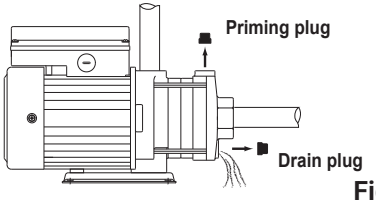

Fig.6
3.5 長期停用前，請利用洩水塞將泵浦內部液體排乾。欲重新供電啟動前請先確定葉輪、軸封無卡住情形，再行供電。若無法使其轉動，請把泵浦水機蓋、葉輪及軸封拆卸，清潔後再組合。如圖 Fig.6。